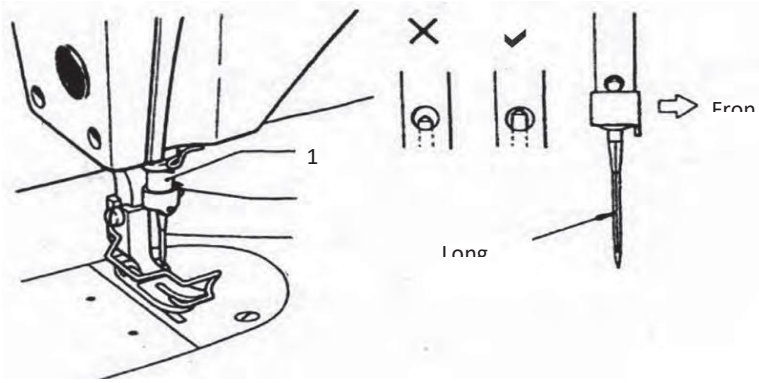

Fig. 2.48: Attaching the needle
1. Pull the needle bar to the highest level to insert the needle (Fig. 2.48 Label:1).
2. Loosen the screw or needle clamp to fix the needle (Fig. 2.48 Label:2).
3. Keep in mind that there is a groove. Insert the needle(Fig. 2.48 Label: 3) in a straight line in the groove and tighten the needle clamp securely and tightly to fix the needle properly.